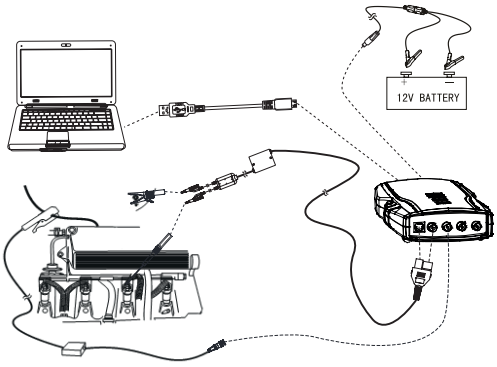
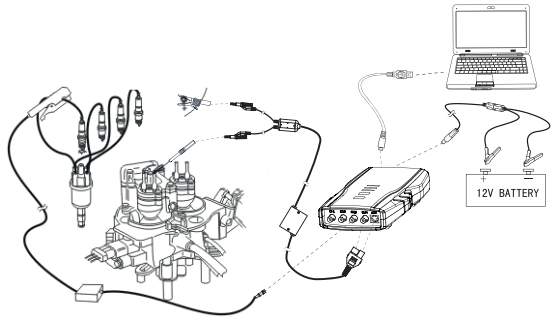

Fig. 37: Connecting diagram of multi-point fuel injection
Fig. 38: Connecting diagram of single point fuel injection
When connecting KT720 to power extension cable for power supply, choose power supply according to the battery position of vehicle mode tested. All connecting diagrams in this users manual take power supply by battery clip power cable as example. Connect BNC end of 1 cylinder signal to CH3 of KT720,use signal clip to clip high voltage line of one cylinder of engine. Please check that there is “This side faces to spark plug” on the signal clip, do not clip reversely. Connect BNC end of mulriple end ofKT720 differential probes to CH4, connect the other end of mulriple end to assistant channel. Then connect the other end of the black banana plug ofKT720 differential probes and black alligator clip to negative pole of battery or grounding, and connect the other end of red banana plug and red banana socket into the signal line. Multi-point fuel injection connection method as shown fig. 37, single-point fuel injection connection methods as shown fig. 38.
1. Connect equipment according to Fig.37 or Fig.38, switch on power supply.